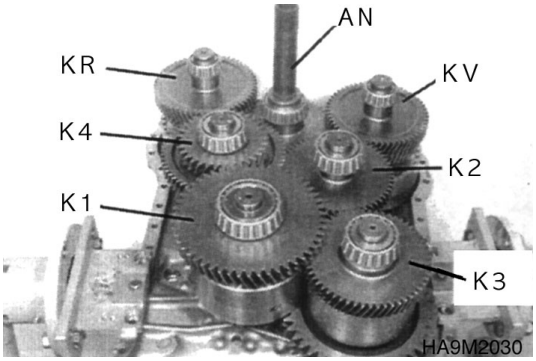

Figure 136
17. Figure 136, shows the arrangement of the single clutches and the input in the housing cover.